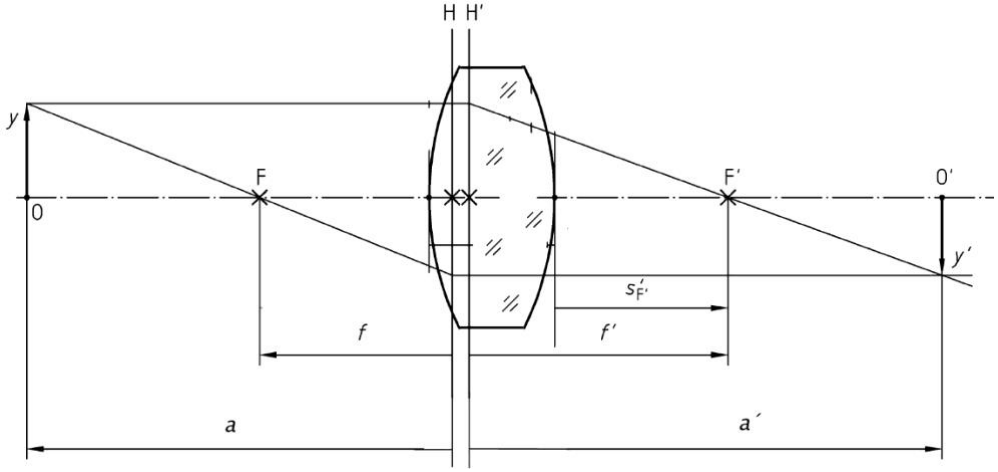

Abb. 1 Optikschema der Abbildung durch eine Sammellinse (nach DIN 1335)
5. sind Abbildungen und haben eine Bild**unter**schrift (siehe Anlage Abb. 1) und sind grundsätzlich nach DIN 461 zu erstellen.[4]
11. Komponenten aus Glas sollten schraffiert oder farblich abgesetzt werden, siehe Abb. 1 + 2